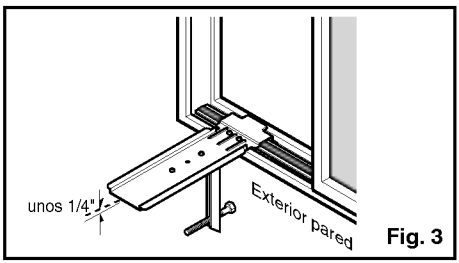

Fig. 3
4. Coloque la sujeción del soporte contra la pared exterior y apriete los tornillos en la parte superior del soporte. Ajuste los tornillos de nivelación de forma que el aire acondicionado quede instalada con una inclinación muy suave (unos 1/4") hacia abajo hacia la salida para que drene correctamente. Apriete la tuerca. (Fig. 3)